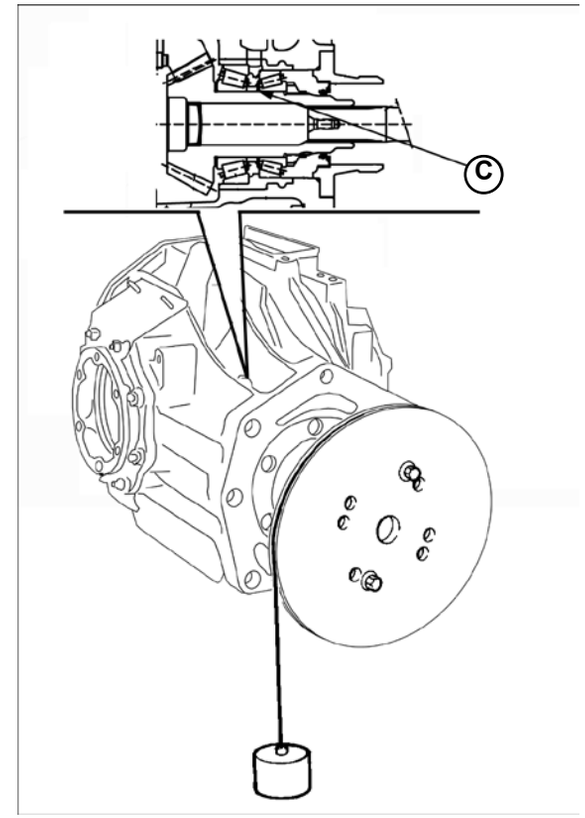

Fig.4
- If necessary, adjust the spacer (**C-Fig.4**) as follows: